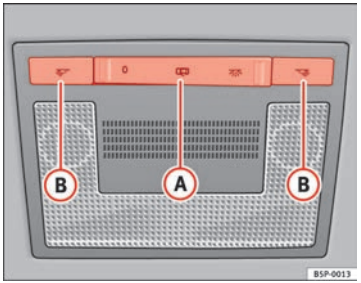

Fig. 79 Interior roof trim: front interior lighting
The switch (A) ⇒ Fig. 79 is used to select the following positions:
Push the switch to position O ⇒ Fig. 79.